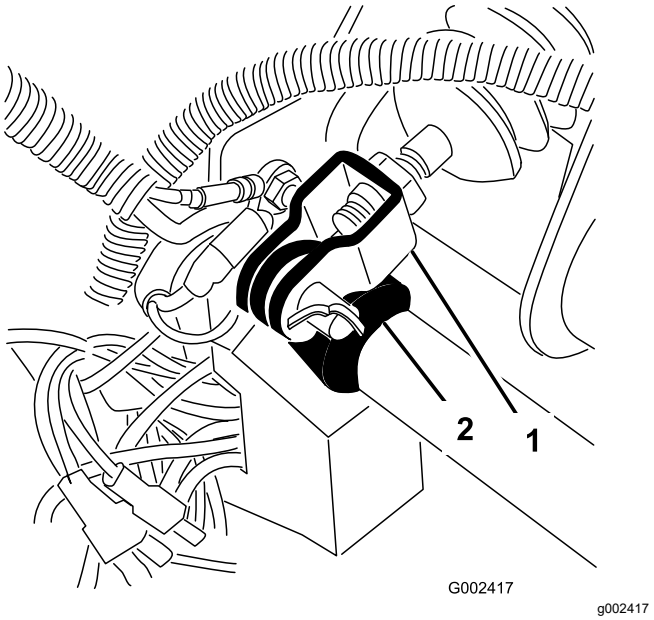

**Figura 60**
1. Retire el pasador de horquilla y la chaveta que fijan la horquilla del cilindro maestro al pivote del pedal de freno (Figura 60).